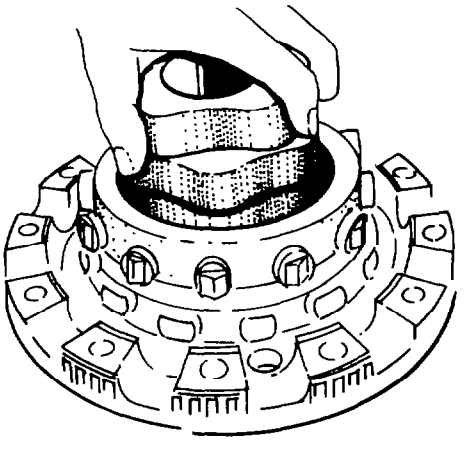

Fig. 297 — Removing Inner Cam
k. Rotate the inner cam so that all the wedges are fully extended, then remove the inner cam (see fig. 297).